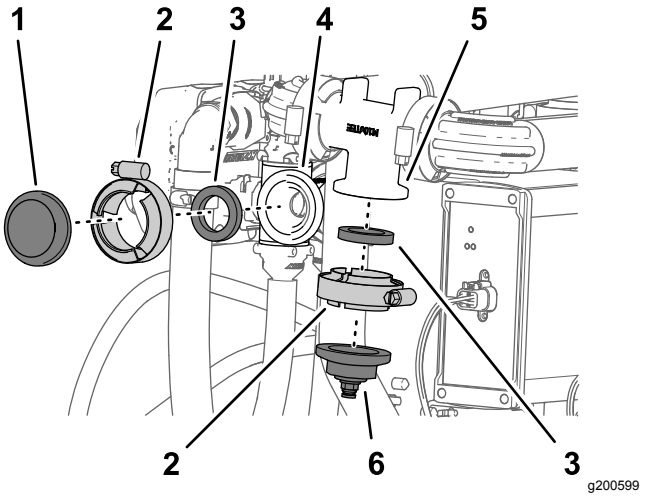

Figur 135
1. Afmonter flangeklemmen og pakningen, der fastgør det almindelige dæksel til flangen på dyseventil 10 (Figur 135).
2. Afmonter flangeklemmen og pakningen, der fastgør dækslet og rørfittingen til flangen på gennemstrømningsmålerens manifold (Figur 135).